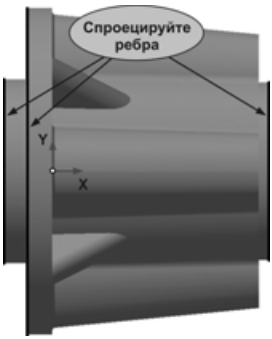

Рис. 8.126
- Установите ориентацию **Нормально к...**. Нажмите кнопку **Спроецировать объект** на инструментальной панели **Геометрия** и спроецируйте в эскиз три ребра детали **Ступица** (рис. 8.126). Так как полученные отрезки вспомогательные, измените стиль линий с **Основная** на **Утолщенная**.